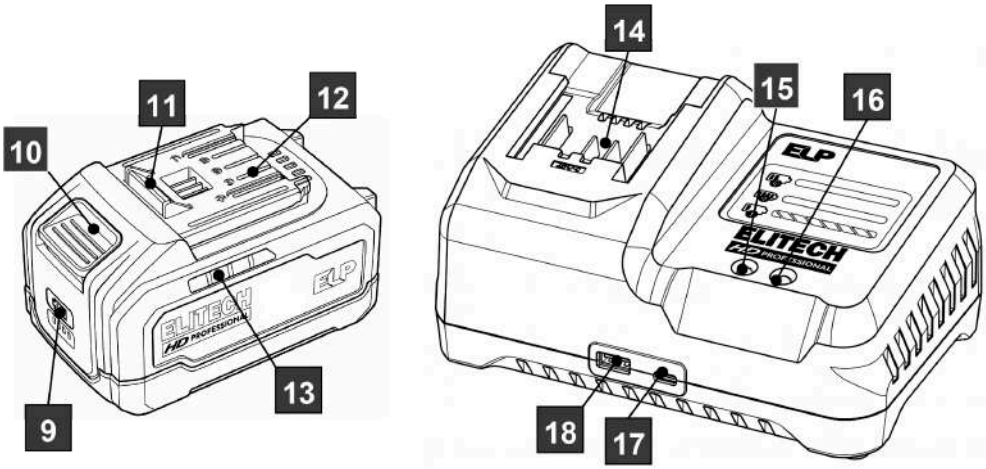

Рис. 2
Уровень заряда аккумулятора можно проверить кнопкой «9». Результат отображается индикатором «13», имеющим 4 светодиода (Рис. 2). Количество светящихся светодиодов информирует об уровне заряда:
Вставьте аккумулятор в зарядное устройство. После начала зарядки зелёный индикатор включения в сеть и окончания зарядки (15) (Рис. 2) погаснет, а индикатор процесса зарядки (16) (Рис. 2) загорится красным цветом. Если после установки аккумулятора красный индикатор начал мигать, это означает, что в данный момент зарядка аккумулятора невозможна. Причиной этого может быть:
После окончания зарядки красный индикатор процесса зарядки (16) (Рис. 2) погаснет, а зелёный индикатор окончания зарядки (15) (Рис. 2) загорится зелёным цветом. Если в течение 30 минут после окончания зарядки аккумулятор не будет снят с зарядного устройства, левый индикатор погаснет.